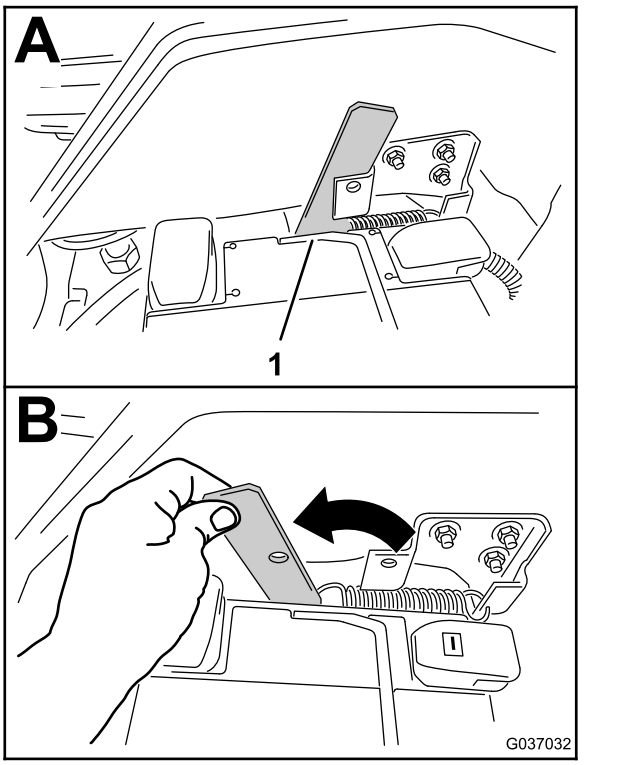

Figura 3
3. Mueva el asa hacia delante para desenganchar la plataforma del chasis de la máquina (Figura 3).